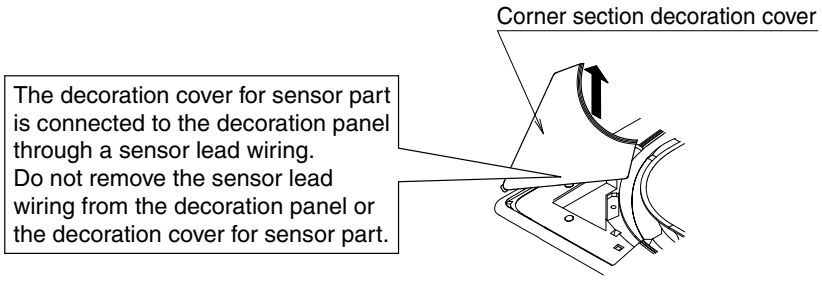

Fig. 5
(2) Remove the corner section decoration cover.
- Lift the four corner decoration covers in the direction of the arrow and remove. **(Refer to Fig. 5)**